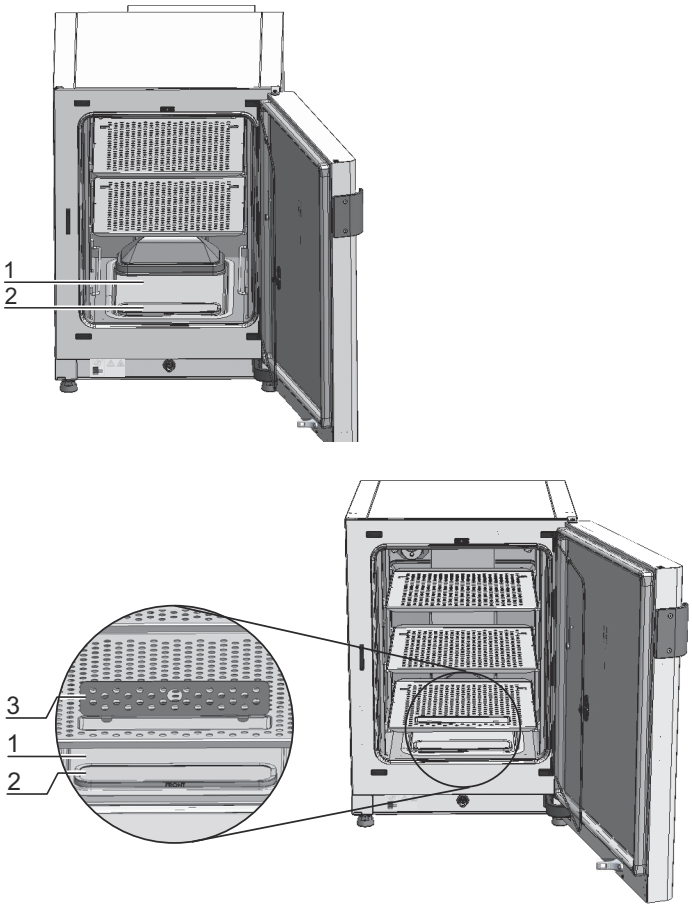

图 5-1. 水箱
2. 取出预滤器 (2/ 图 5-1)。
3. 带加水开口的插板 (***STERI-CYCLE i160 LK***)： 打开活盖 (3/ 图 5-1)。
4. 向工作腔的底槽中加入足够量制备的水（在盖子的下面，项 1 在 图 5-1）。